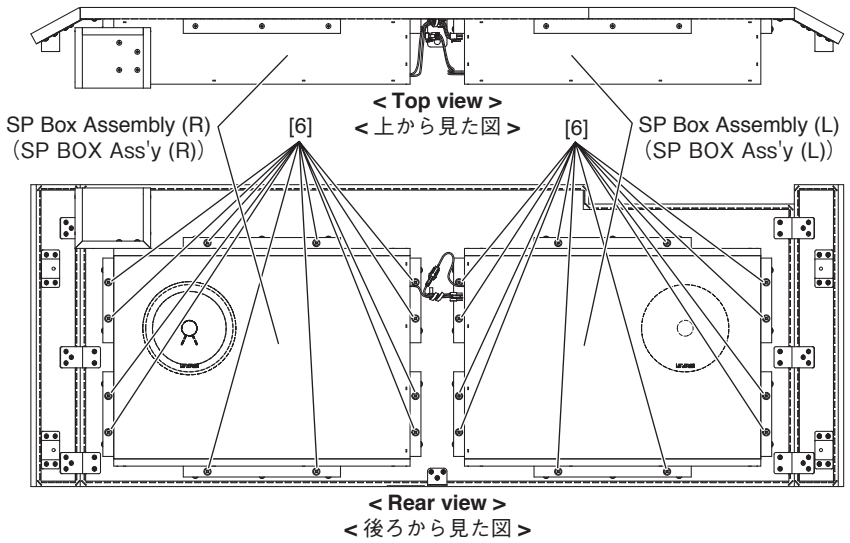

Fig.22（図 22）
25-2 From the rear side, remove the twelve (12) screws marked [6]. The speaker box assembly can then be removed. (Fig.22)
25-2 後側から [6] のネジを 12 本外し、SP BOX Ass'y を外します。(図 22)